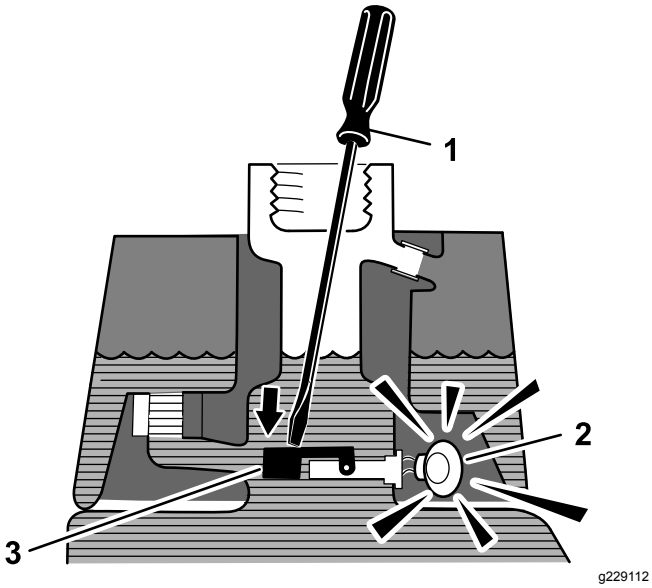

Figur 46
3. För in en ren pinne eller skruvmejsel i tankröret och tryck försiktigt nedåt på flottörbrytaren (Figur 46). Larmet ska ljuda efter tidsfördröjningen på en sekund.